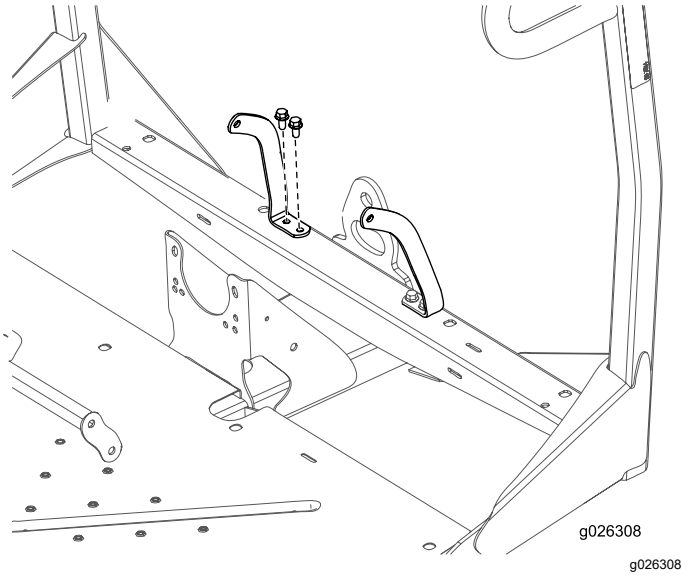

Рисунок 9
4. Прикрепите левый и правый крепёжный кронштейн ремня безопасности к передней раме с помощью 4 болтов (3/8 дюйма) и 4 гаек (3/8 дюйма) (Рисунок 9).